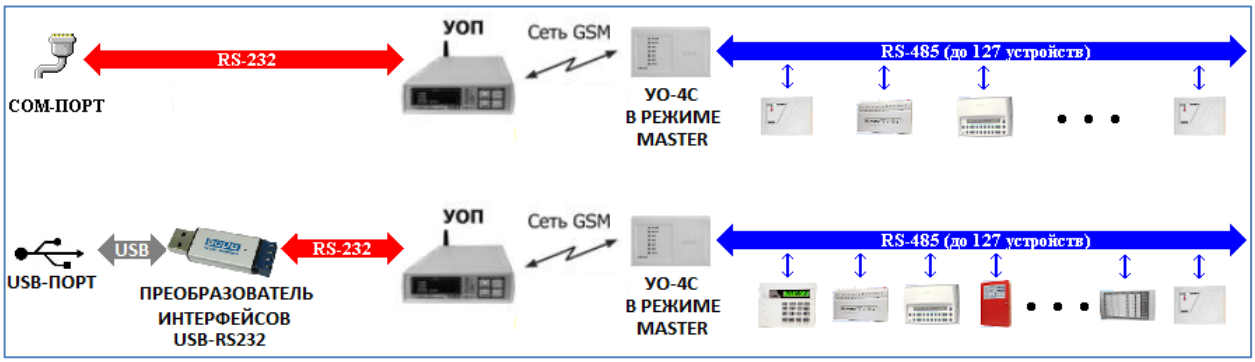

Рисунок 1-12 Подключение приборов для трансляции в АРМ "Орион Про" их событий. Протокол "Орион"
– *Подключение приборов для трансляции в АРМ «Орион Про» их событий. Протокол «Орион»* (см. Рисунок 1-12). В этом случае «УО-4С» ведет опрос подключенных к нему приборов и транслирует их события в АРМ «Орион Про»;